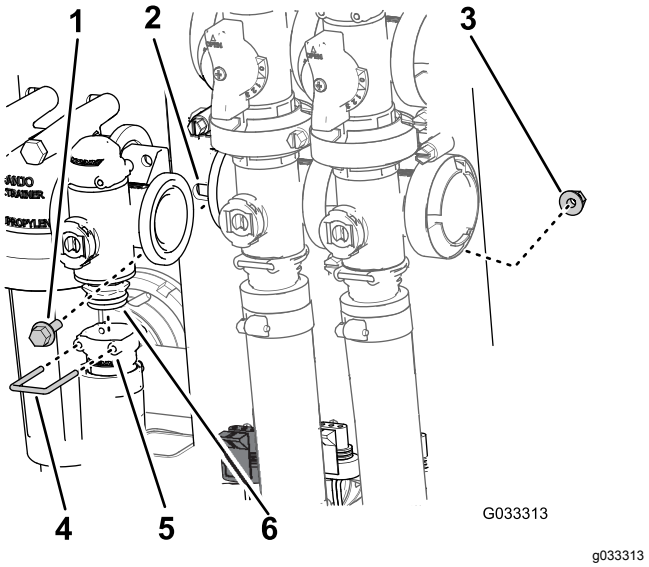

Figur 68
2. Afmonter den holder, der fastgør udgangsstudsen til hastighedsreguleringsventilens manifold (Figur 68).
3. Afmonter de 2 flangehovedbolte og 2 flangelåsemøtrikker, der fastgør hastighedsreguleringsventilen til ventilbeslaget, og afmonter ventilmanifolden fra maskinen (Figur 68).